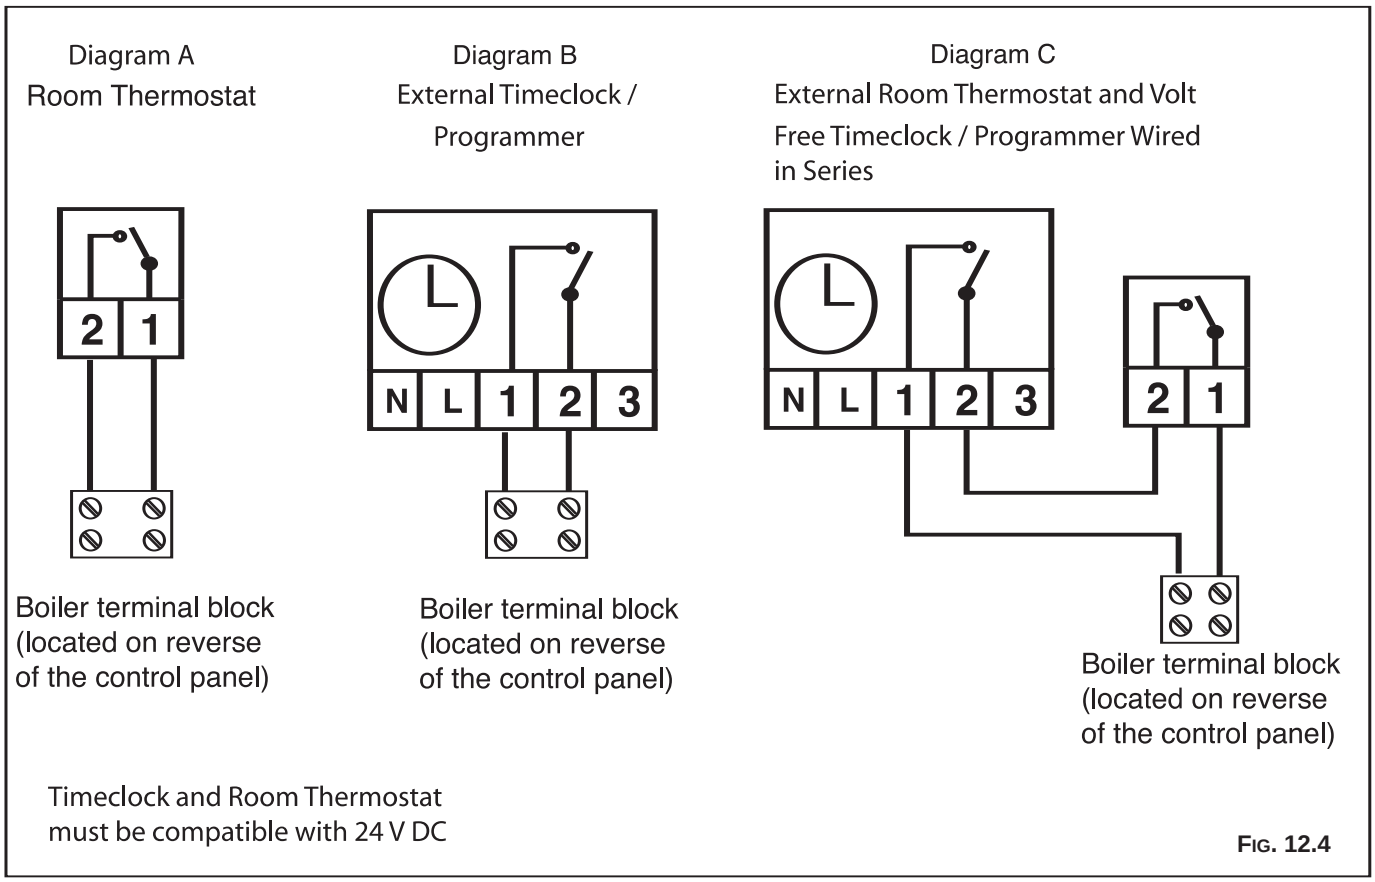

FIG. 12.4
- If a remote time clock is to be fitted, using a volt-free switching time clock, connect the wires from the time clock following the points above. (see also Fig. 12.4)